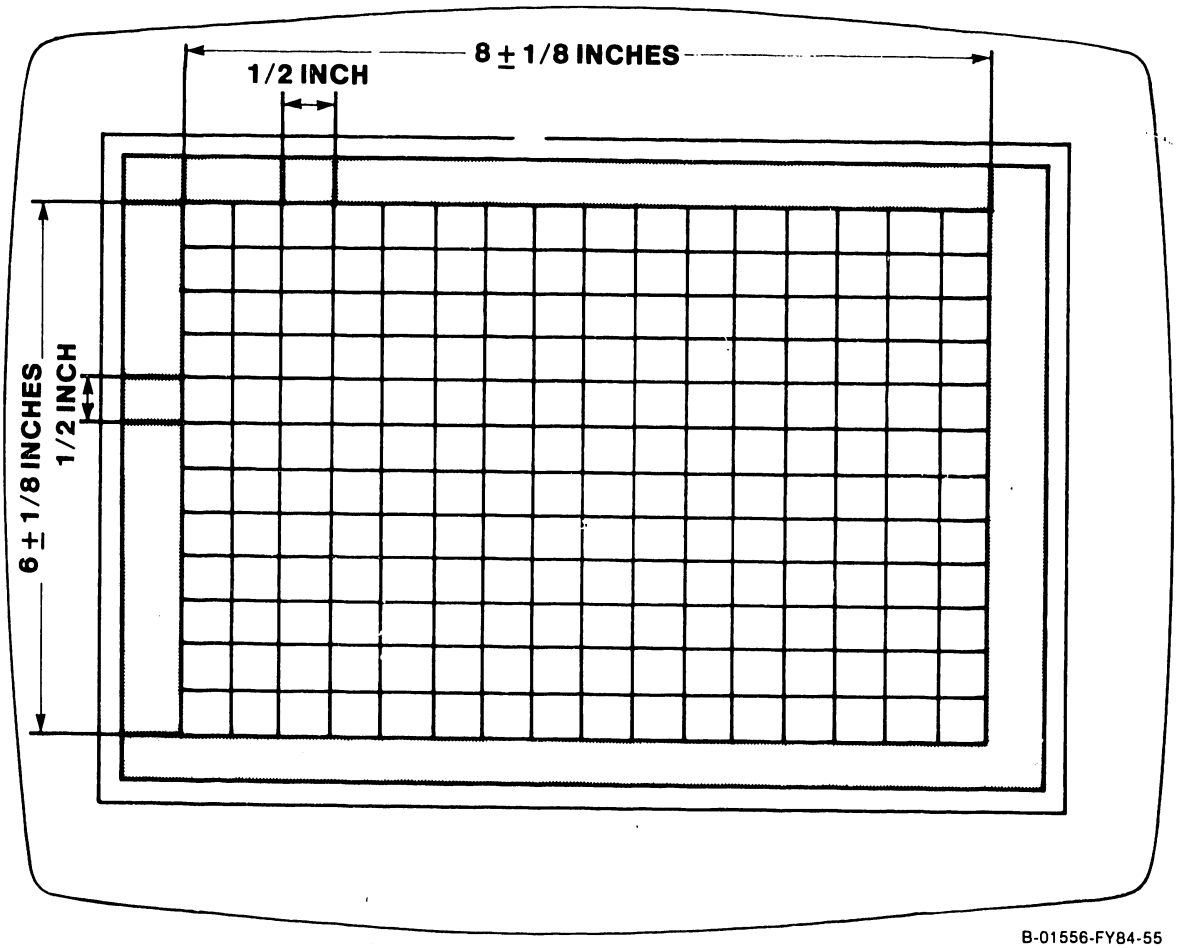

Figure 5-7. VS DTOS Grid Display Pattern
2. Select the grid alignment pattern (Figure 5-7) for display on the workstation Monitor.